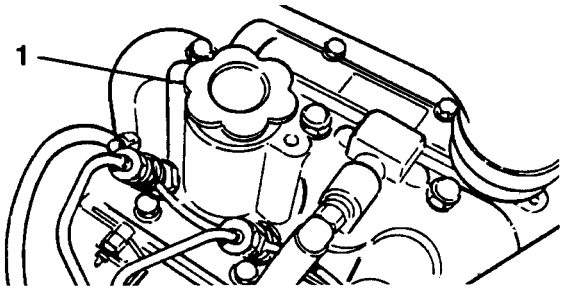

Afbeelding 2
3. Indien het oliepeil te laag staat, verwijdert u de olievuldop (Afb. 2) en vult u langzaam kleine hoeveelheden olie bij, terwijl u regelmatig het oliepeil controleert, totdat het peil tot aan de FULL/VOL-markering op de peilstok staat.